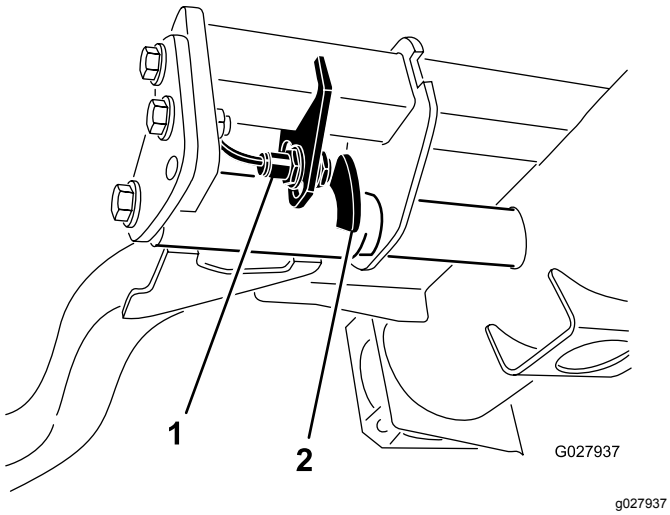

Figuur 67
2. De schakelaar van de hefarm bevindt zich onder de hydraulische tank achter de hefarm rechts voor (Figuur 67).
3. Draai de bevestigingsschroeven van de schakelaar los en zet de schakelaar lager om de draaihoogte van de hefarm te verhogen of hoger om de draaihoogte te verlagen (Figuur 67).